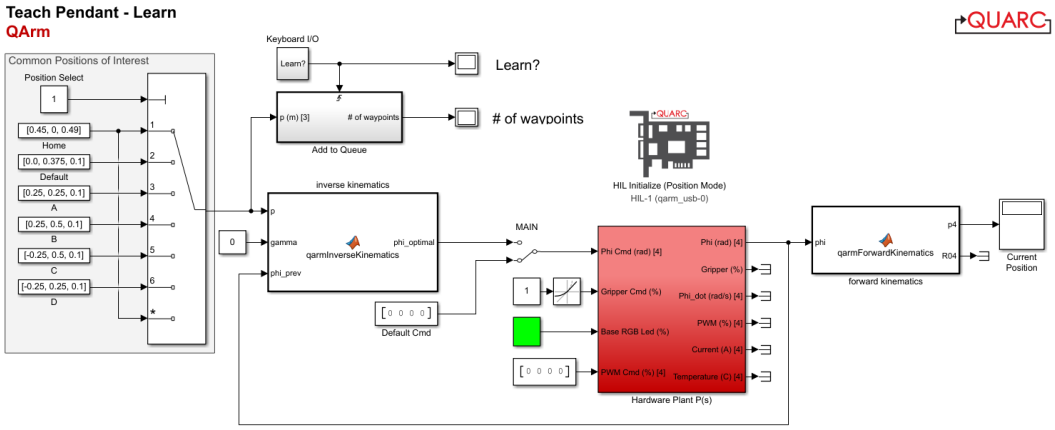

Figure 2: Simulink model *TeachPendant_Learn.slx*
1. Open the Simulink model TeachPendant_Learn.slx (Figure 2). You will use this model to "teach" the Quanser QArm a series of waypoints that simulate a robotic assembly process. This model emulates the learning mode of a real teach pendant.